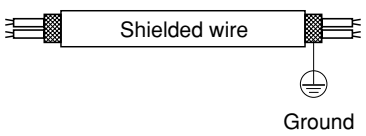

**Fig. 6-3**
- Use shielded wires for remote control wiring and ground the shield on one side. (Fig. 6-3) Otherwise misoperation due to noise may occur.